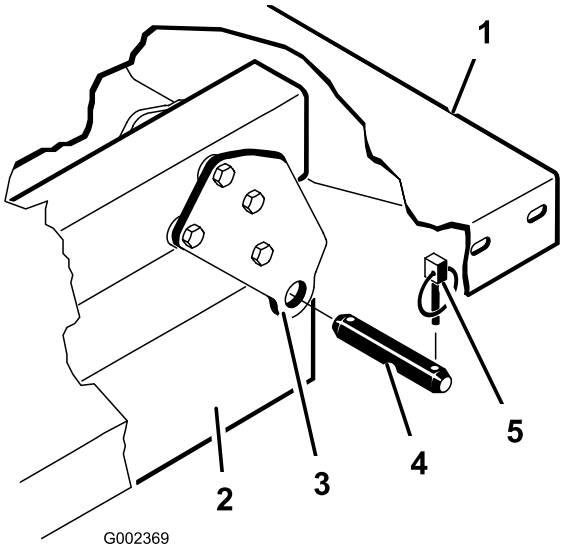

**Figur 33**
**Obs:** Se till att de bakre svängplattorna är fastskruvade i flakets ram/kanal så att den lägre änden är vinklad bakåt (Figur 33).